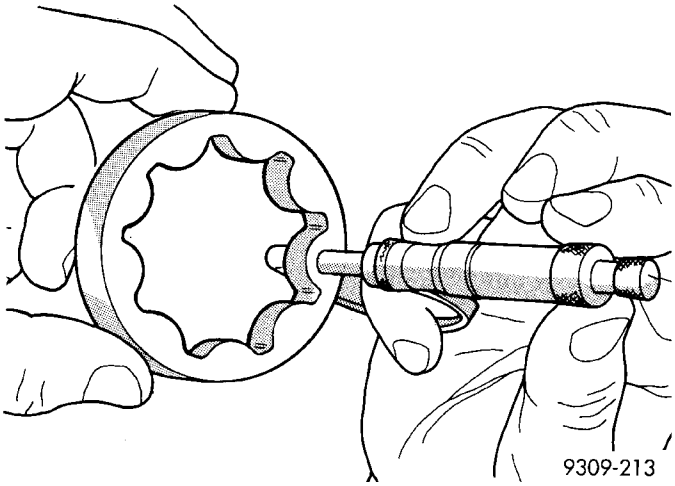

Fig. 97 Medición del espesor del rotor exterior
(3) Mida el espesor y diámetro del rotor exterior. Si el espesor de rotor es de 7,64 mm (0,301 pulgadas) o menos (Fig. 97), o si el diámetro es de 79,95 mm (3,148 pulgadas) o menor, reemplace el rotor exterior.